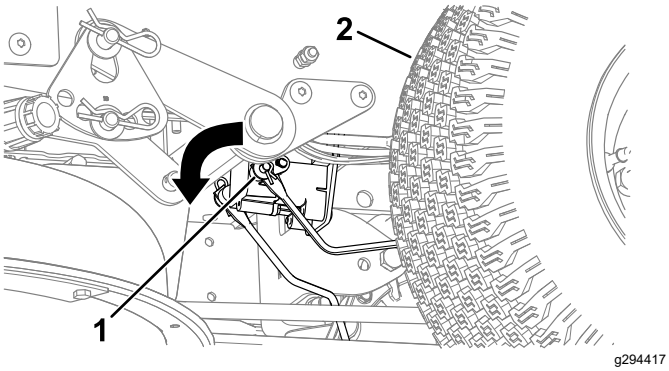

Figura 53
4. Localize o veio no travão elétrico onde os braços de articulação do travão estão ligados (Figura 53).
5. Rode o veio para a frente para desengatar o travão, como se mostra na Figura 53.